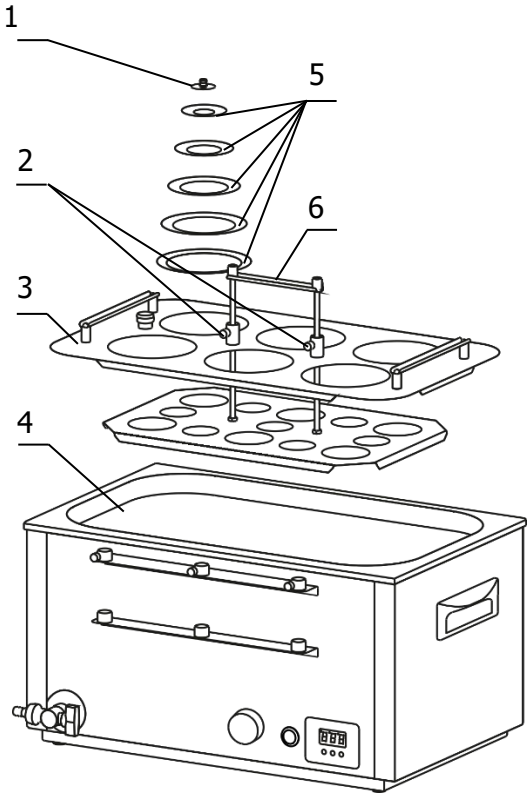

Рисунок 3 — Установка корзины в ванну бани (на примере ЛБ63)
1.4.3 Извлекаемая корзина 1 имеет адаптер для контрольного термометра 2 и регулируемое по высоте дно. Каждое рабочее место оснащено системой из пяти концентрических колец 5 (рисунок 3), позволяющей размещать в корзине емкости различного диаметра (максимальный диаметр рабочего места — 110 мм). Крышка 1 (рисунок 3) закрывает отверстие в наименьшем из колец при неиспользовании рабочего места.
2.2.2 Установить корзину 3 в ванну 4 (рисунок 3).
Корзины лабораторных бань на два и шесть рабочих мест имеют стационарную ручку 6 (рисунок 3). Корзины бань на одно, три и четыре рабочих места — съемную ручку 6, показанную на рисунке 4.
2.2.4 Поднять дно корзины в крайнее верхнее положение с помощью ручки 6 и зафиксировать винтовыми фиксаторами 2 (рисунок 3). В зависимости от диаметра емкости установить необходимое количество концентрических колец 5 и поместить емкость в корзину. Положение колбы можно зафиксировать, надев на ее горловину кольцо подходящего диаметра.